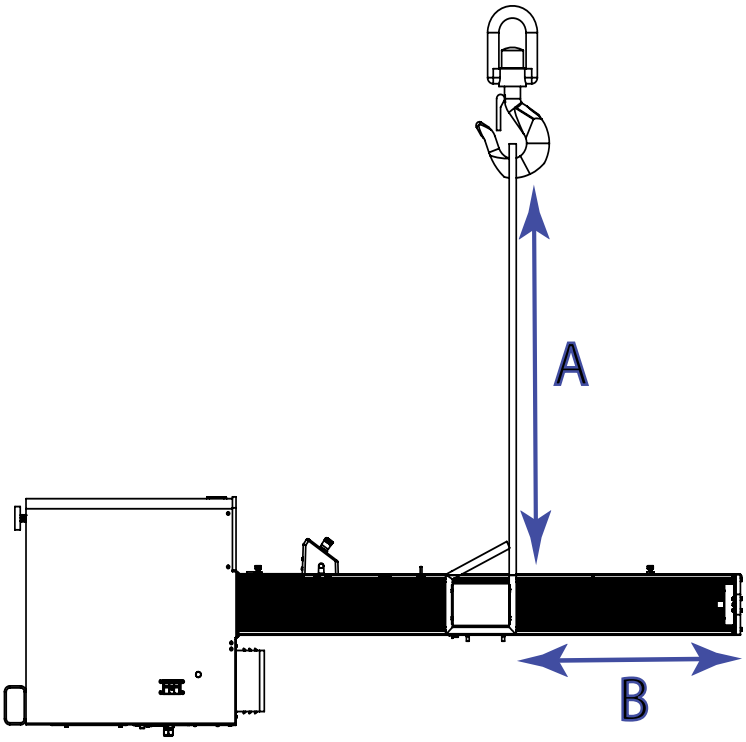

图 23. 连接吊带
2. 将两条提升吊带系缚在横梁上，并将它们挂接在起重机吊钩上，如第 71 页图 23 所示。如果用链条取代吊带，请用保护材料包裹横梁和顶板，以防划伤和损坏。
吊带长度（第 71 页图 23 中的 A）必须大于确保顶板不受阻碍所需的距离（第 71 页图 23 中的 B）。这可确保吊钩在起吊过程中不会损坏机架。